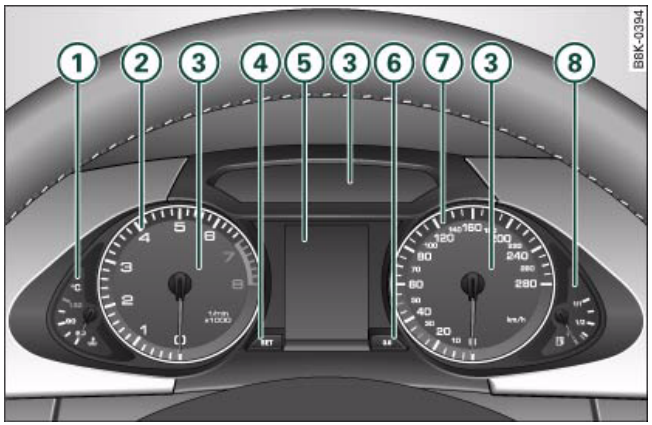

Fig. 2 Overview of instrument cluster
The coolant temperature gauge (1) ⇒ fig. 2 only works when the ignition is switched on. In order to avoid possible damage to the engine, please read the following notes for the different temperature ranges.
Never allow the rev counter needle (2) ⇒ *page 11*, fig. 2 to go into the red zone on the dial for more than a very brief period: there is a risk of damaging the engine. The start of the red zone on the dial is different for some engine versions.